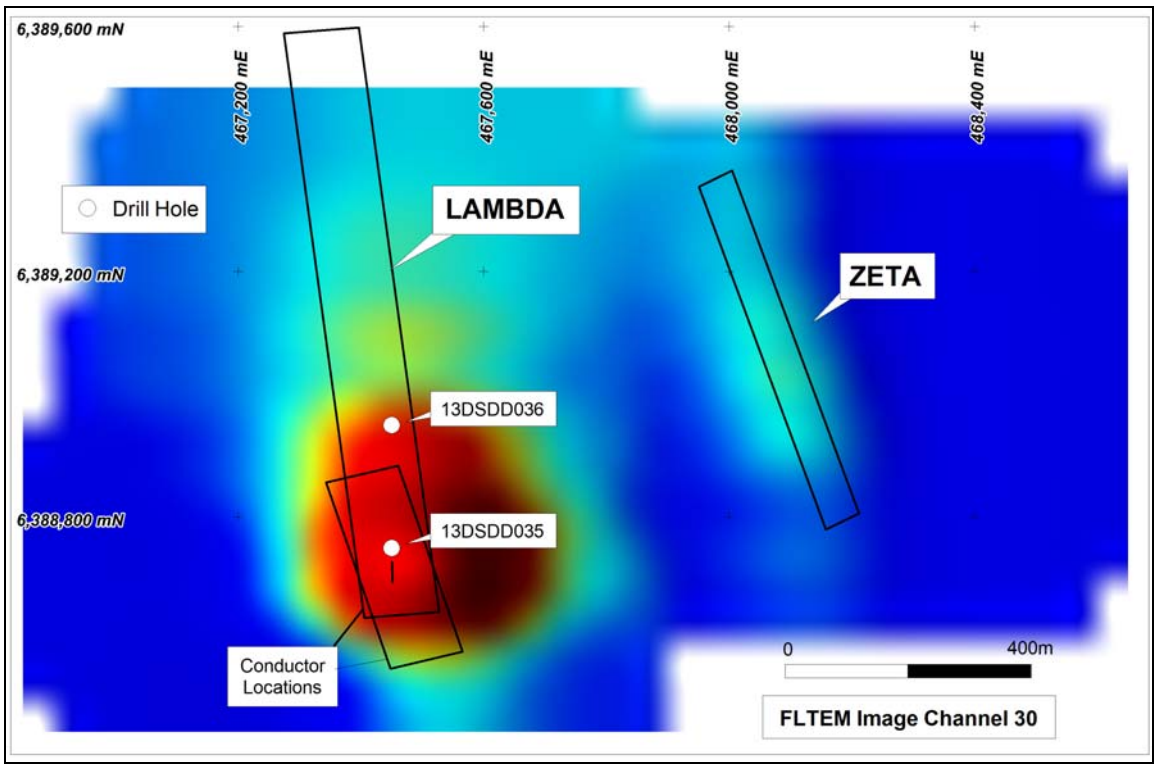

Figure 1: FLTEM Target – Lambda showing drill hole locations
Diamond drilling is now underway at the **Lambda prospect**, where a second drill-hole has been sited to test the deeper of the two previously modelled electromagnetic (EM) conductors (*Figure 1*). Modelling shows that this conductor has a shallow northerly plunge and is at least **800m long and up to 150m wide**.